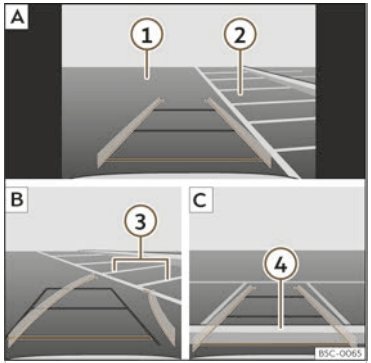

Fig. 170 Display on the infotainment system display: parking with reverse assist.
Key to ››› **Fig. 170**:
- Stop the vehicle in front of the parking space ››› **Fig. 170** 2 A.